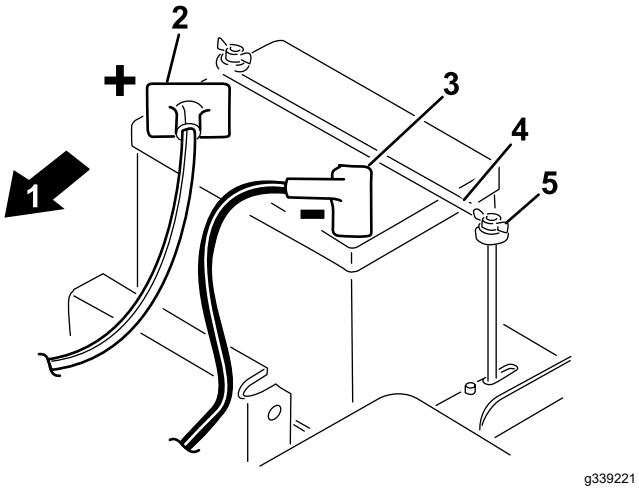

Figure 3
1. Montez la batterie derrière le siège en dirigeant les bornes vers l'avant de la machine (Figure 3).
2. Branchez le câble de batterie positif (rouge) entre le solénoïde de démarreur et la borne positive (+) de la batterie (Figure 3). Fixez-le avec un boulon de carrosserie et un écrou.
5. Mettez en place la barrette de maintien de la batterie et les rondelles et fixez le tout avec les écrous à oreilles (Figure 3).